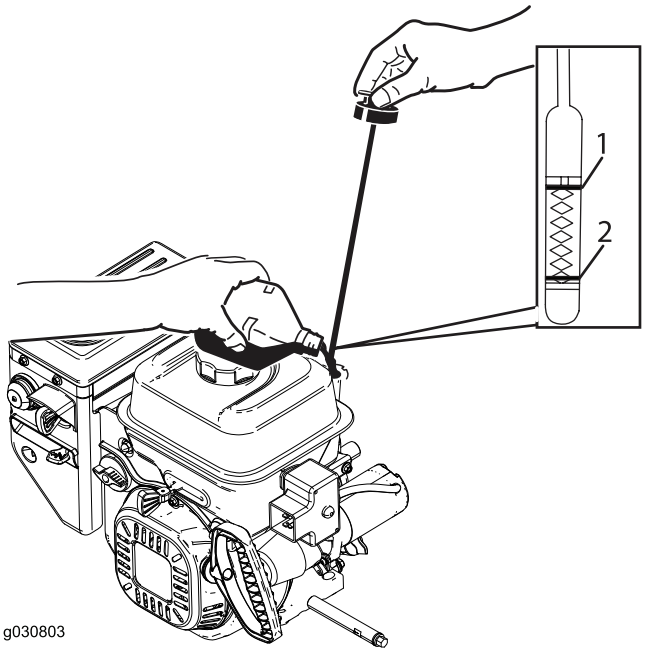

Figur 42
2. Fjern målepinden, og kontroller oliestanden (Figur 42). Hvis oliestanden er under mærket Add (fyld på), skal du påfylde olie. Se 6 Påfyldning af olie på motoren (side 9).